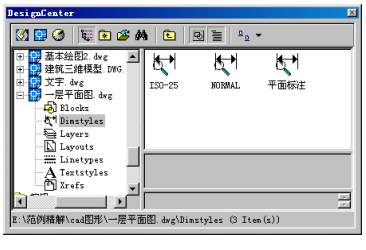

图 5-1 AutoCAD 设计中心
2. 如果此时【AutoCAD DesignCenter】没有出现在屏幕上，请单击【Standard】工具栏中的（设计中心）按钮，或选择【Tools】/【AutoCAD DesignCenter】菜单项，打开【DesignCenter】对话框，这时设计中心是采用桌面的形式显示的，若不是桌面形式可单击按钮，使其呈桌面显示，如图 5-1 所示。